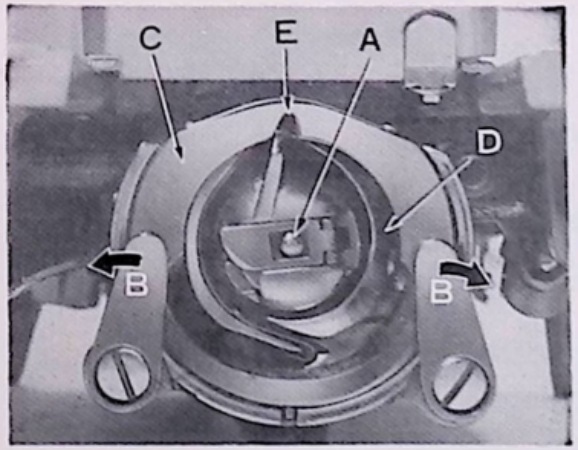

Fig. 38
(See Fig. 38)
2. Remove bobbin case (A), Fig. 38.
3. Turn the two shuttle race cover clamps (B) outward and remove the shuttle race cover (C) and shuttle body (D).